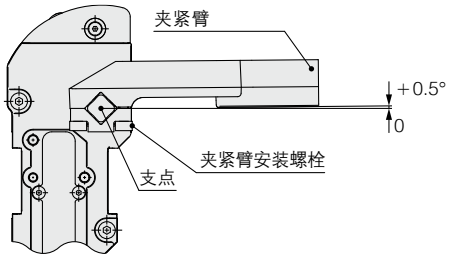

图1
1) 如图1所示，夹紧端有0～+0.5°的机械偏差。请务必通过外部垫片进行调整。参见P.24。